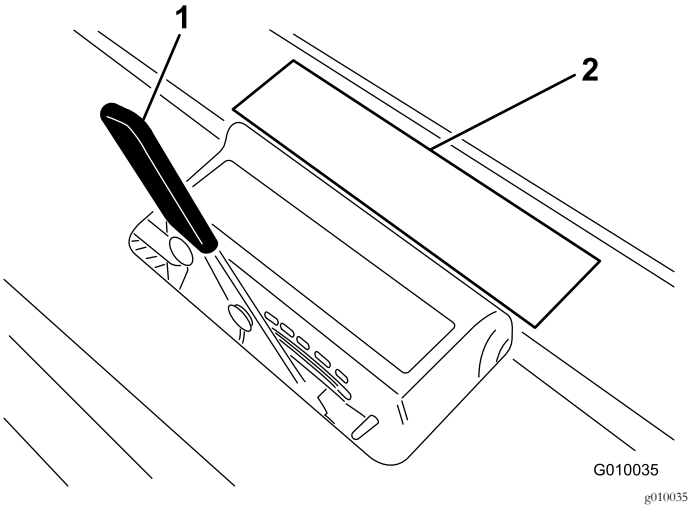

Figur 27
3. Legg pipen i pipedybdemerket (Figur 27) med én ende stilt opp med den ønskede luftedybden (se pipeoverlegget på merket).